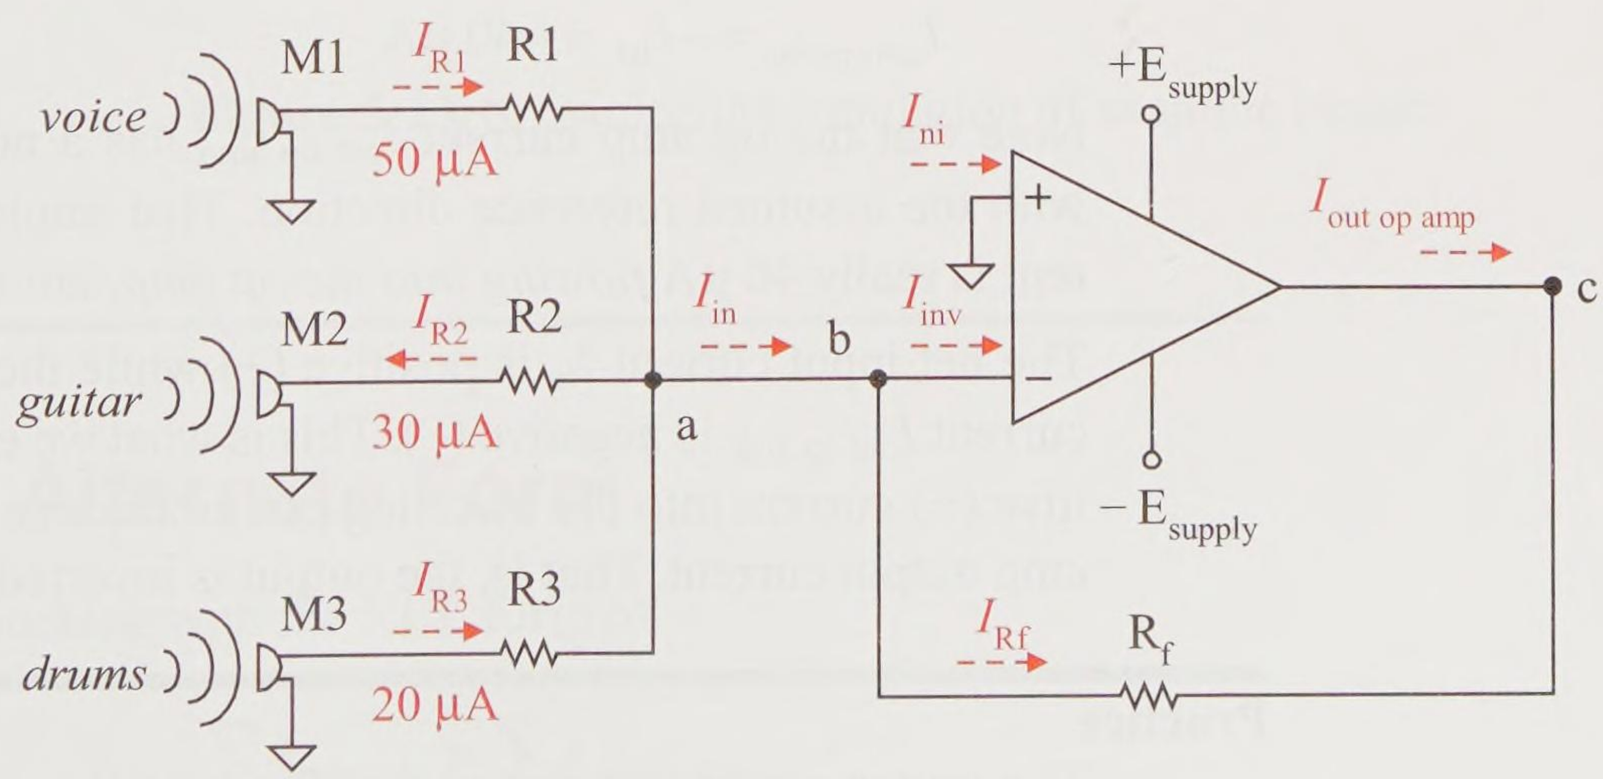

Figure 5-23(a) Example circuit–inverting summer amplifier circuit
Figure 5-23(a) is a very popular op amp circuit, called an *inverting summer amplifier* because it sums input signal currents. It also inverts the output current since the signal is fed to the inverting pin. That is, a positive current in produces a negative current out. The inputs to this example summer include signal currents from (1) a vocalist microphone, (2) a guitar microphone, and (3) a drummer's microphone. The microphone has the label of M, therefore, the microphones are labeled M1, M2, and M3, respectively.